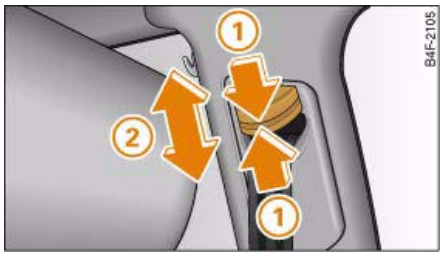

Fig. 212 Belt height adjustment for the front seats: guide fitting
– Take hold of the guide fitting and *slide* it **up** ⇒ fig. 212 (2), or
– *Compress* the adjuster (1) and *slide* the guide fitting **downwards** (2).